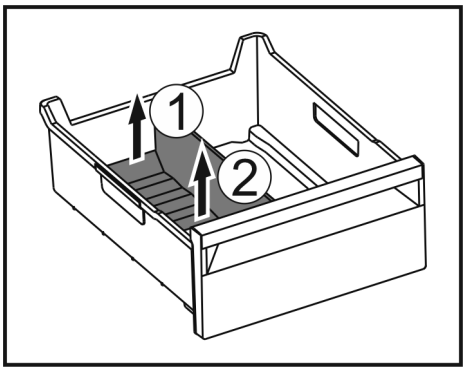

Fig. 186
▶ Soulever la partie arrière du séparateur de congélateur. *Fig. 186 (1)*
▶ Retirer le séparateur de congélateur par le haut. *Fig. 186 (2)*